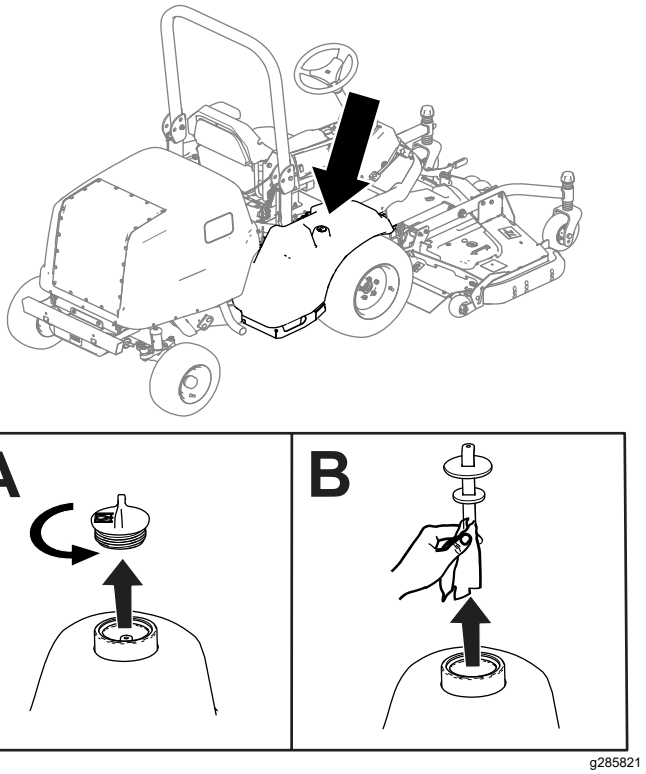

**Bild 79**
2. Entfernen Sie die Ablassschraube vom Hydrauliktank (Bild 79).
3. Entfernen Sie den Ölpeilstab aus dem Hydraulikbehälter und wischen ihn mit einem sauberen Lappen ab (Bild 79).